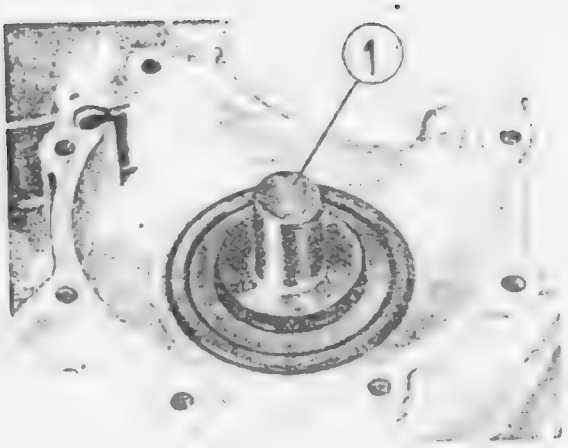

Rys. 61. Podrzewanie pierścienia wewnętrznego łożyska
- Pobijakiem nagrzewanym /1 na rys. 61/ podgrzać wewnętrzny pierścień założonego już w kadłubie łożyska 6306;